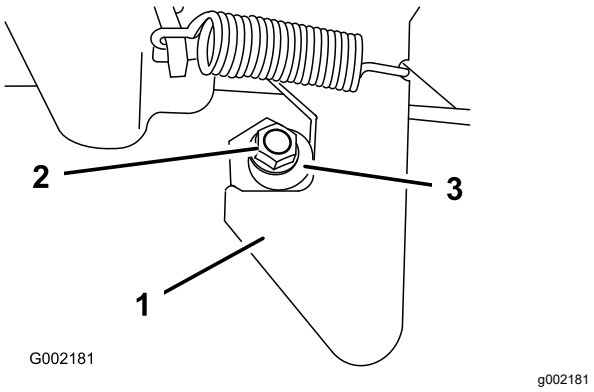

Figur 60
1. Løsn låsemøtrikken i enden af låsestiften (Figur 60).
2. Drej låsestiften med uret, indtil den ligger tæt op ad låsens krogdel (Figur 60).